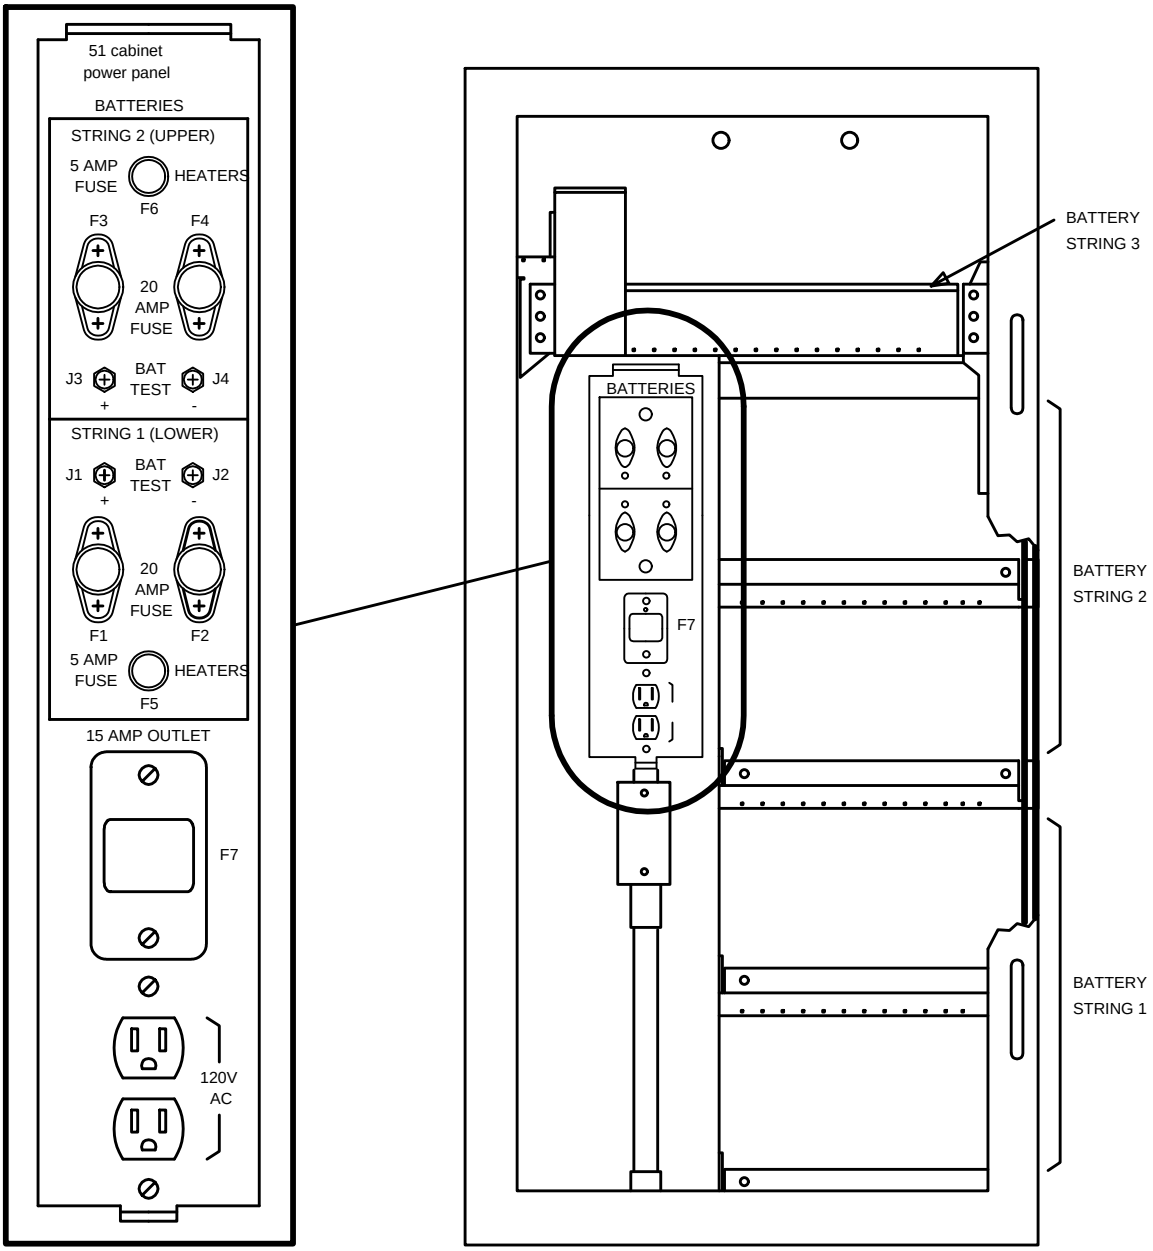

**Figure 1 – Battery Section of 51A Cabinet Showing Power Panel**
23. Install good 25-Amp fuses (Buss ABC or equivalent) into **+BAT** and –**BAT** fuse holders of all battery shelves equipped with batteries (Figure 1).
24. If required, install good 5-Amp fuse into **HTR** (heater) fuse holder(s) of all battery shelves equipped with batteries (Figure 1).
3. In battery section of cabinet at power panel (Figure 1), refer to Table A and remove the fuses associated with battery string(s) being installed.